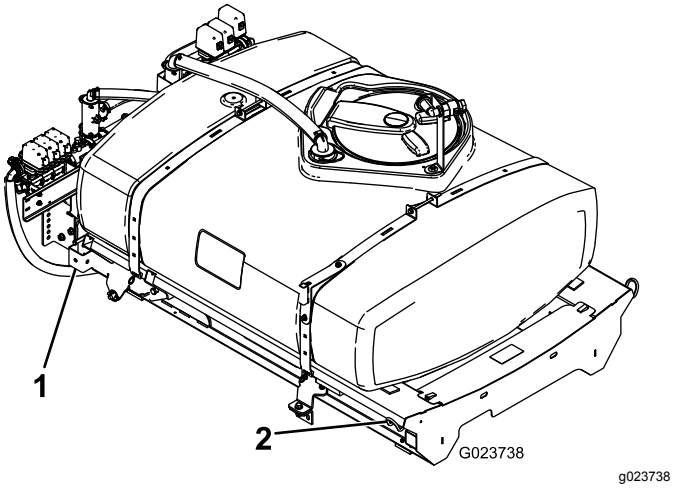

**Figur 8**
1. Løft tankens glideramme ved hjelp av en løfteanordning (Figur 8), og posisjoner over kjøretøyrammen slik at pumpe- og ventilenhetene vender bakover.